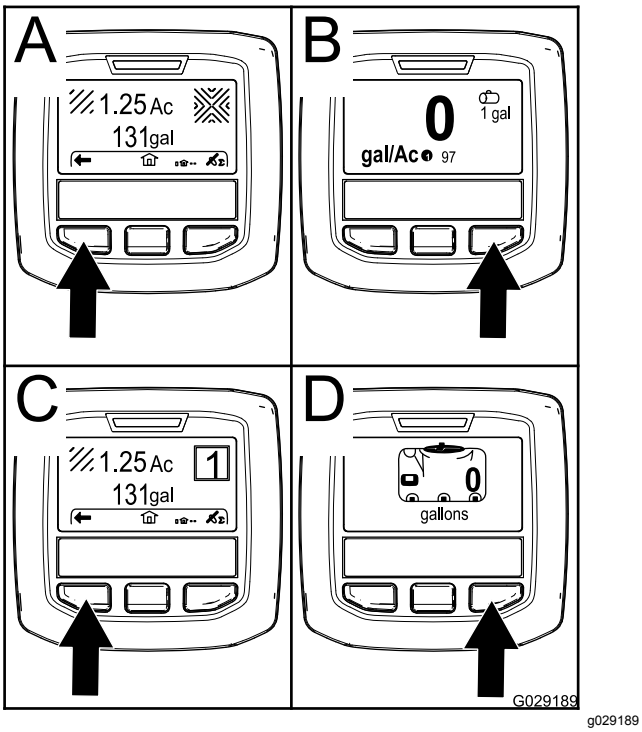

Figur 19
- Høyre valgknapp: **Totalt sprøytet område** (A av Figur 19)
- Høyre valgknapp: **Sprøytemengde** (B av Figur 19)
- Venstre valgknapp: **Underområde sprøytet** (C av Figur 19)
- Venstre valgknapp: **Tankvolum** (D av Figur 19)